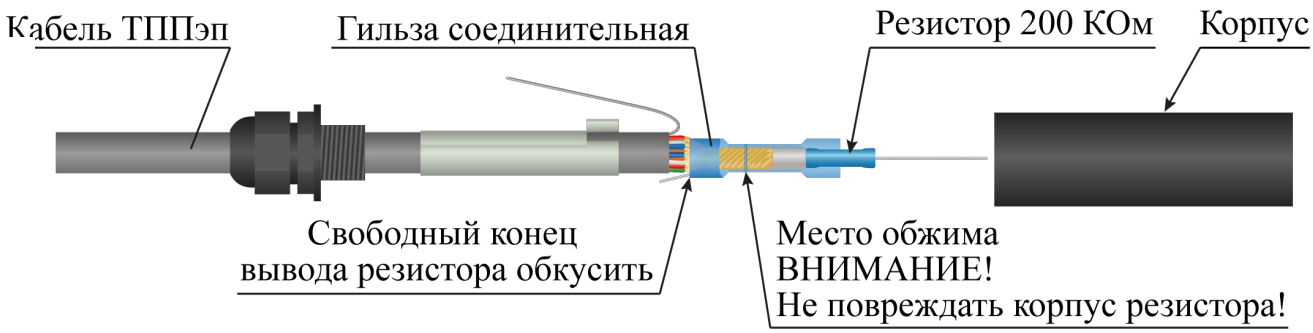

Рисунок 4.7
– гильзу обжать с помощью специального инструмента (рекомендуется применять клещи обжимные КО-01) со стороны кабеля ТППэп, не повреждая корпус резистора (рисунок 4.7);